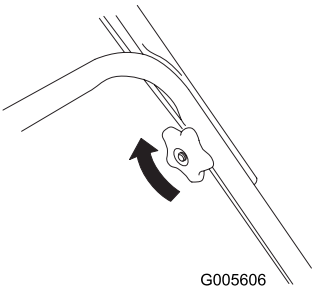

Figur 8
6. Dra åt handtagsrattarna så hårt du kan (Figur 8).